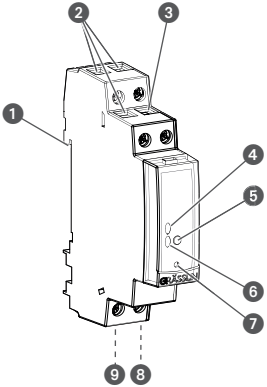

Fig. 1: DIN-rail timer
The DIN-rail timer is a timer that is installed on a DIN rail (Fig. 1/❶) by means of a click system; the timer activates the connected device. The DIN-rail timer has one channel and can be operated via a control button (Fig. 1/❺). The state of the DIN-rail timer is indicated by two LEDs (Fig. 1/❹ and ❻). The DIN-rail timer can be programmed using an app on a mobile device or using PC software. The radio signal frequency is 2.4 GHz and the maximum transmission power is 1.8 mW.